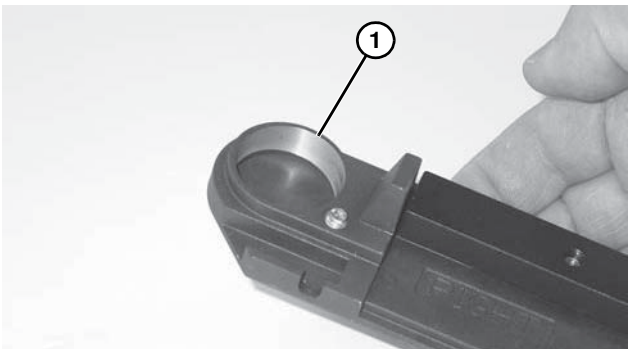

Figure 79
1. Inspecter la surface d'appui des plaques de tête **(Figure 79, élément 1)**. Les remplacer si elles sont usées ou endommagées. Voir « Pièces de rechange » à partir de la page 38.